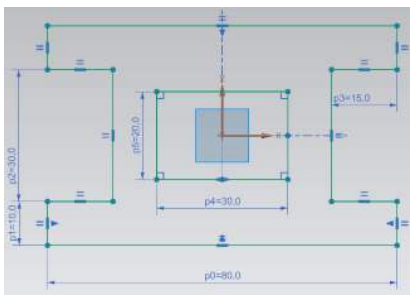

Figure 3-28 *The sketch after adding required dimensions and constraints*
7. Similarly, double-click on the vertical dimension of the rectangle and modify the value of the dimension to **20**. Next, press Esc. Next, place the dimension on the left of the sketch, refer to Figure 3-28.